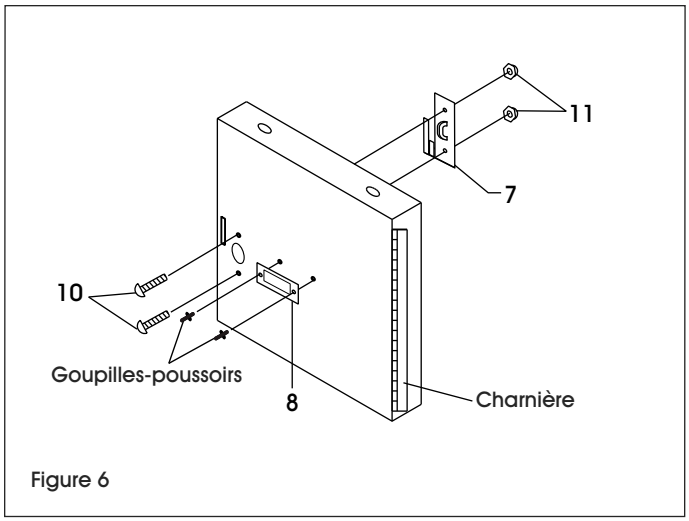

Figure 6
7. Fixez la poignée de loquet de porte (7) à chaque porte à l'aide de deux boulons (10) et écrous borgnes bombés (11) par porte. (Voir Figure 6)
8. Fixez les plaques numérotées (8) à l'aide des goupilles-poussoirs. (Voir Figure 6)